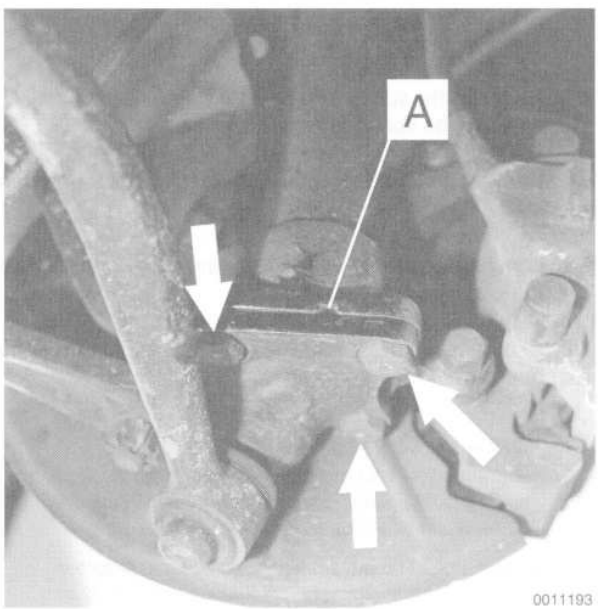

Fig. 4. Strut-to-steering arm mounting bolts (**arrows**). Note mating notch (**A**) when installing steering arm to strut assembly.
6. Remove the strut-to-steering arm mounting bolts. Pull the steering arm off of the strut assembly. See Fig. 4.
10. Install the steering arm to the strut assembly, making sure the mating notches are aligned (see Fig. 4). Use Loctite 270® or equivalent on the bolts before installing.